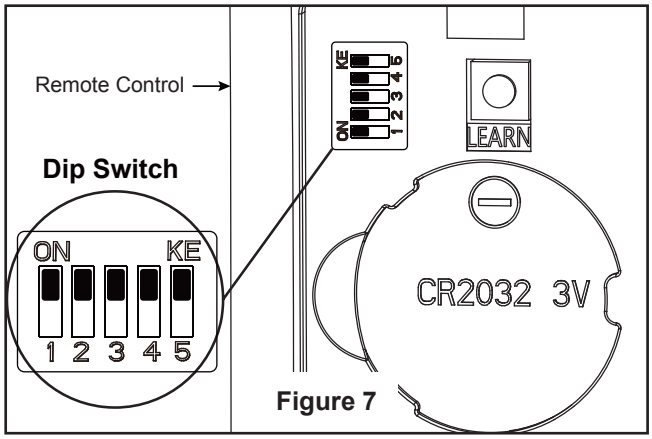

Figure 7
9. To set the remote code in the same positions as the receiver, use a small screwdriver or ball point pen (neither included) to slide dip switches firmly up or down. (Figure 7)